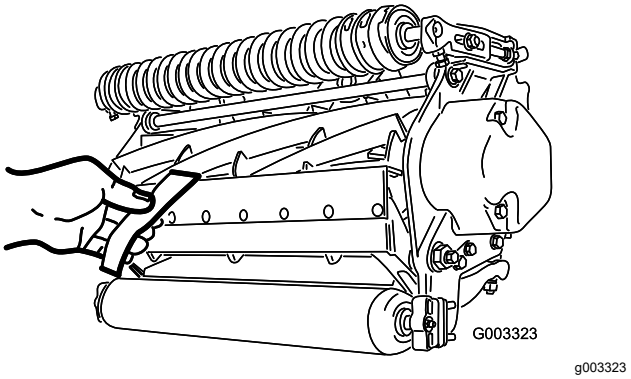

图 8
B. 在滚刀与底刀之间插入一长条剪切性能纸Toro零件号 125-5610纸要与底刀垂直图 8然后**缓慢**向前旋转滚刀此操作应能切断性能纸如果不能请重复步骤 A 和 B直至切断为止。
13. 在滚刀与底刀之间插入一长条剪切性能纸Toro 零件号 125-5610 纸要与底刀垂直图 8然后**缓慢**向前旋转滚刀此操作应能切断性能纸如果不能将每个底刀架调节螺栓都顺时针旋转 1 格直至切断为止。